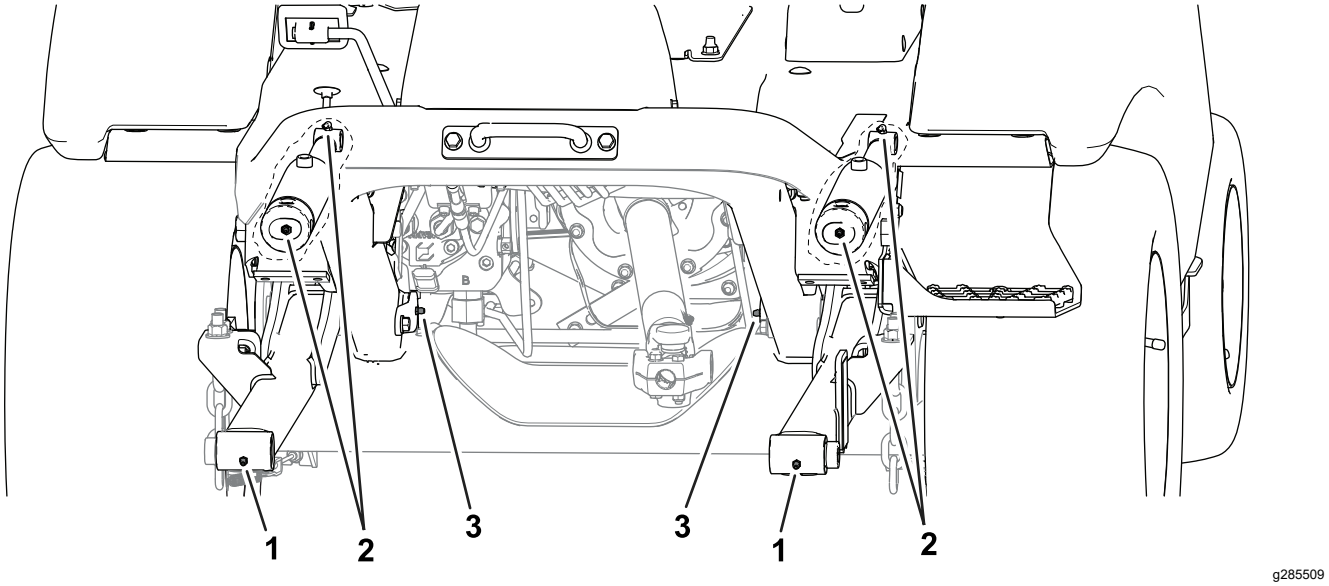

Figura 47
- **Parte anteriore della macchina** (Figura 47):
- Giunti del perno dell'attrezzo (2)
- Boccole del cilindro di sollevamento (2)
- Giunti del perno del braccio di sollevamento (2)